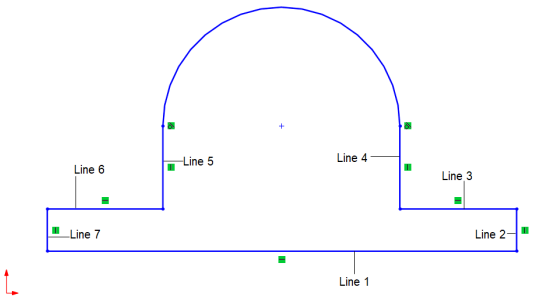

Figure 2-83 *Partial outer loop of the sketch*
4. Move the line cursor horizontally toward the right and click when a value close to 120 is displayed above the line. Refer to Line 1 in Figure 2-83.
5. Move the line cursor vertically upward and click when a value close to 10 is displayed above the line. Refer to Line 2 in Figure 2-83.
6. Move the line cursor horizontally toward the left and click when a value close to 30 is displayed above the line. Refer to Line 3 in Figure 2-83.
7. Move the line cursor vertically upward and click when a value close to 20 is displayed above the line. Refer to Line 4 in Figure 2-83.
11. Move the line cursor vertically downward and click when a value close to 20 is displayed above the line. Refer to Line 5 in Figure 2-83.
12. Move the line cursor horizontally toward the left and click when a value close to 30 is displayed above the line. Refer to Line 6 in Figure 2-83.
13. Move the line cursor vertically downward and click on the start point of Line 1; a Line 7 is created, refer to Figure 2-83.